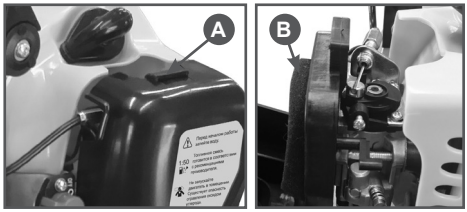

Рис. 13 Извлечение фильтрующего элемента
1. Отстегните защелку (А) и отсоедините крышку воздушного фильтра (Рис. 13).
2. Извлеките из корпуса фильтрующий элемент В (Рис.13).